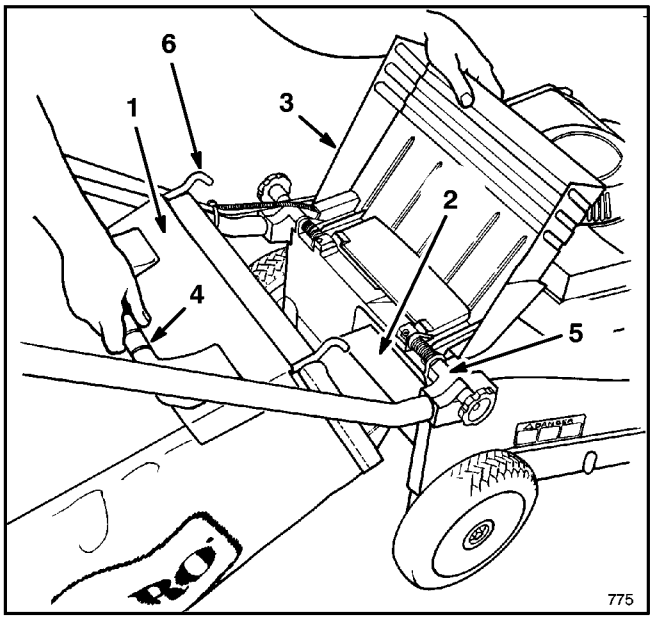
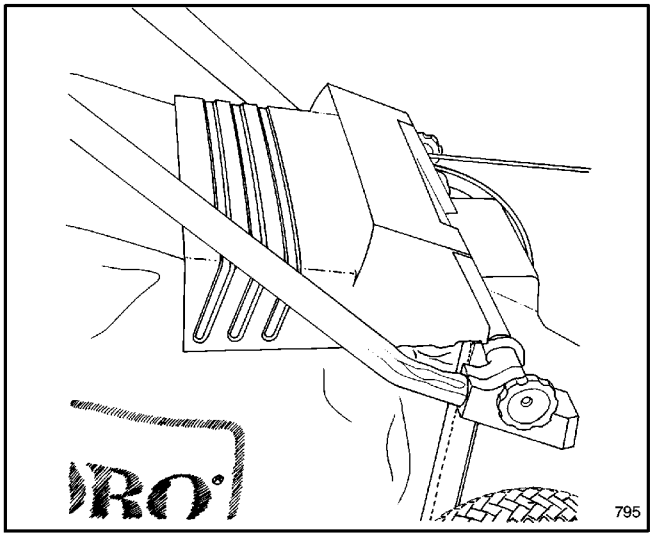

Figure 14
Figure 15
2. INSTALLING BAG—Raise discharge door, slide bag ramp attached to bag into discharge opening, and hook bag frame onto mounting bracket (Fig. 14). Allow discharge door to rest on top of bag (Fig. 15).